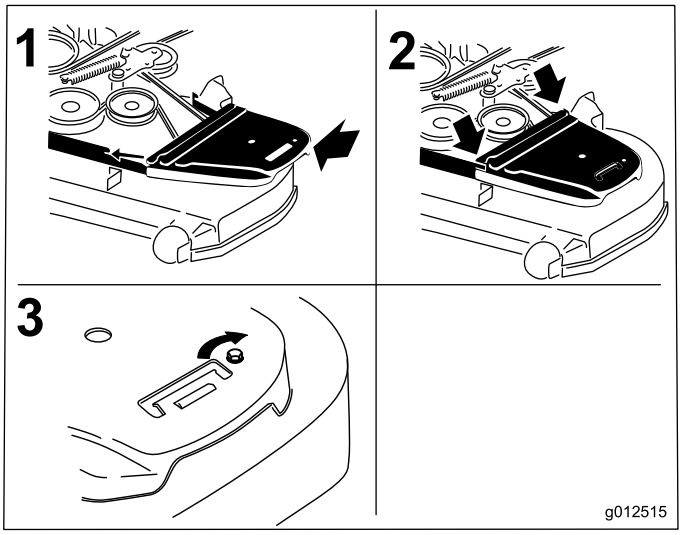

Figur 74
12. Montera remkåporna och bultarna som fäster dem (Figur 74).